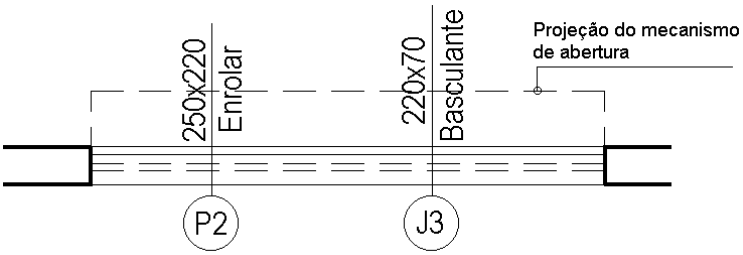

FIGURA 3
5) Para portas especiais (de enrolar, retráteis, etc.) sugere-se indicar, além das dimensões e da descrição, a projeção máxima do mecanismo de abertura (FIGURA 3):